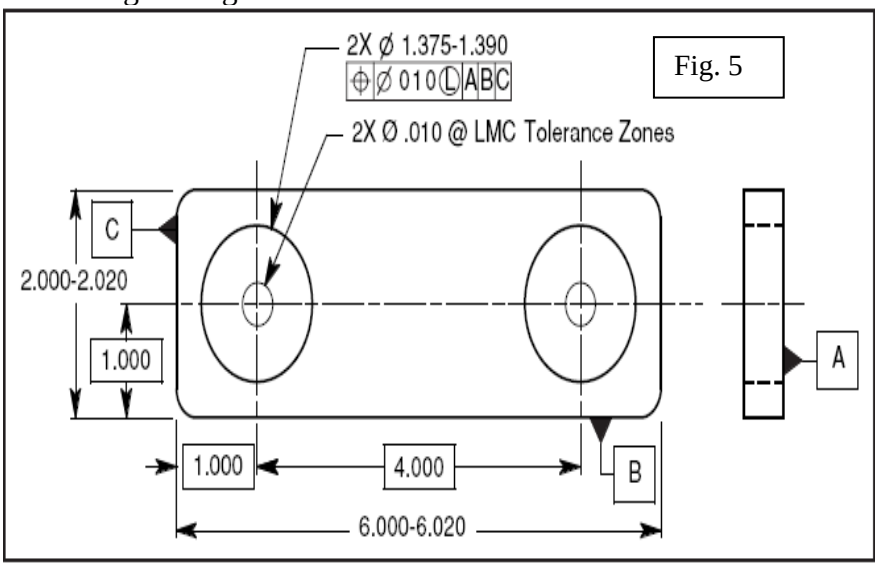

Fig. 5
Q.5 **(a)** What is the minimum distance between the holes and the ends of the part in below given fig. 5? **07**